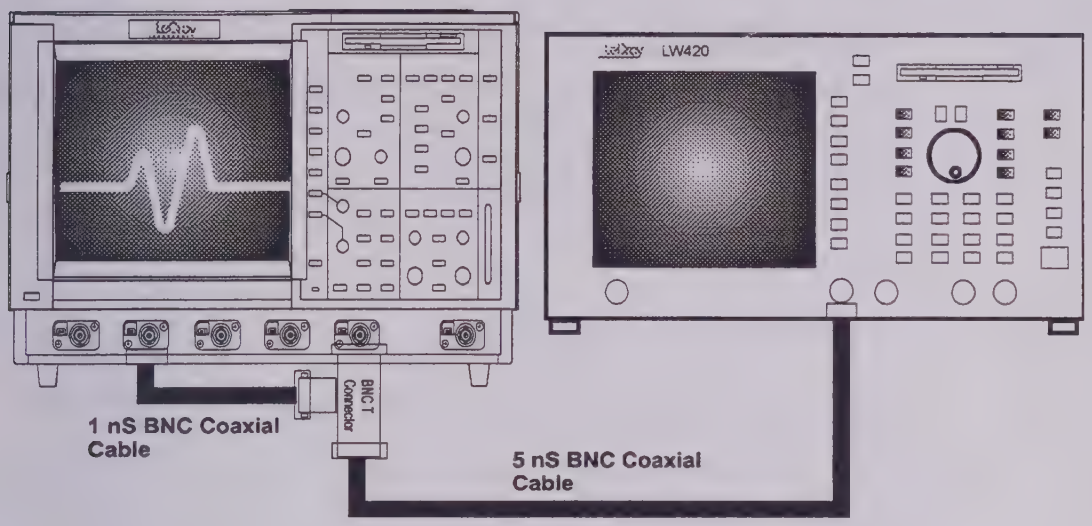

Figure 5-12 : External Trigger Equipment Setup
- Connect the test equipment as shown in Figure 5-12.